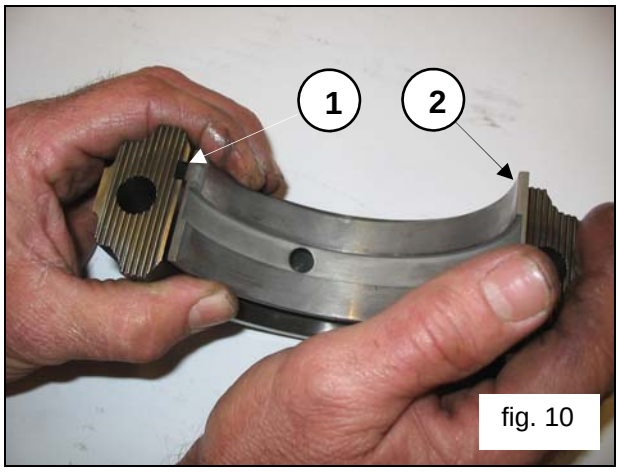

fig. 10
Apply the lower half-bearings to the con-rod caps(pos.①, fig.10) ensuring that the reference notches are positioned in their housing on the cap (pos.②, fig.10).